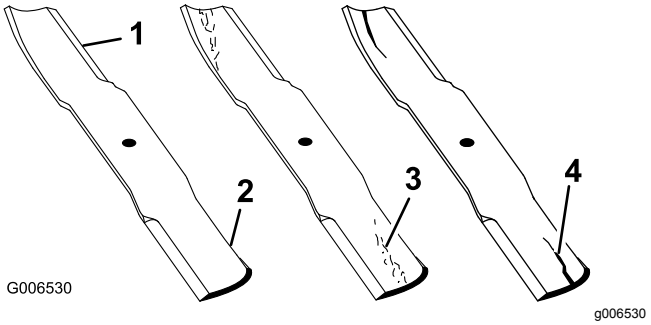

Figura 51
1. Inspecione as extremidades de corte (Figura 51).
2. Inspecione as lâminas, especialmente a área curva (Figura 51).
Nota: Se verificar quaisquer danos, desgaste, ou formação de ranhuras nesta área (itens 3 e 4 em Figura 51), instale imediatamente uma lâmina nova.